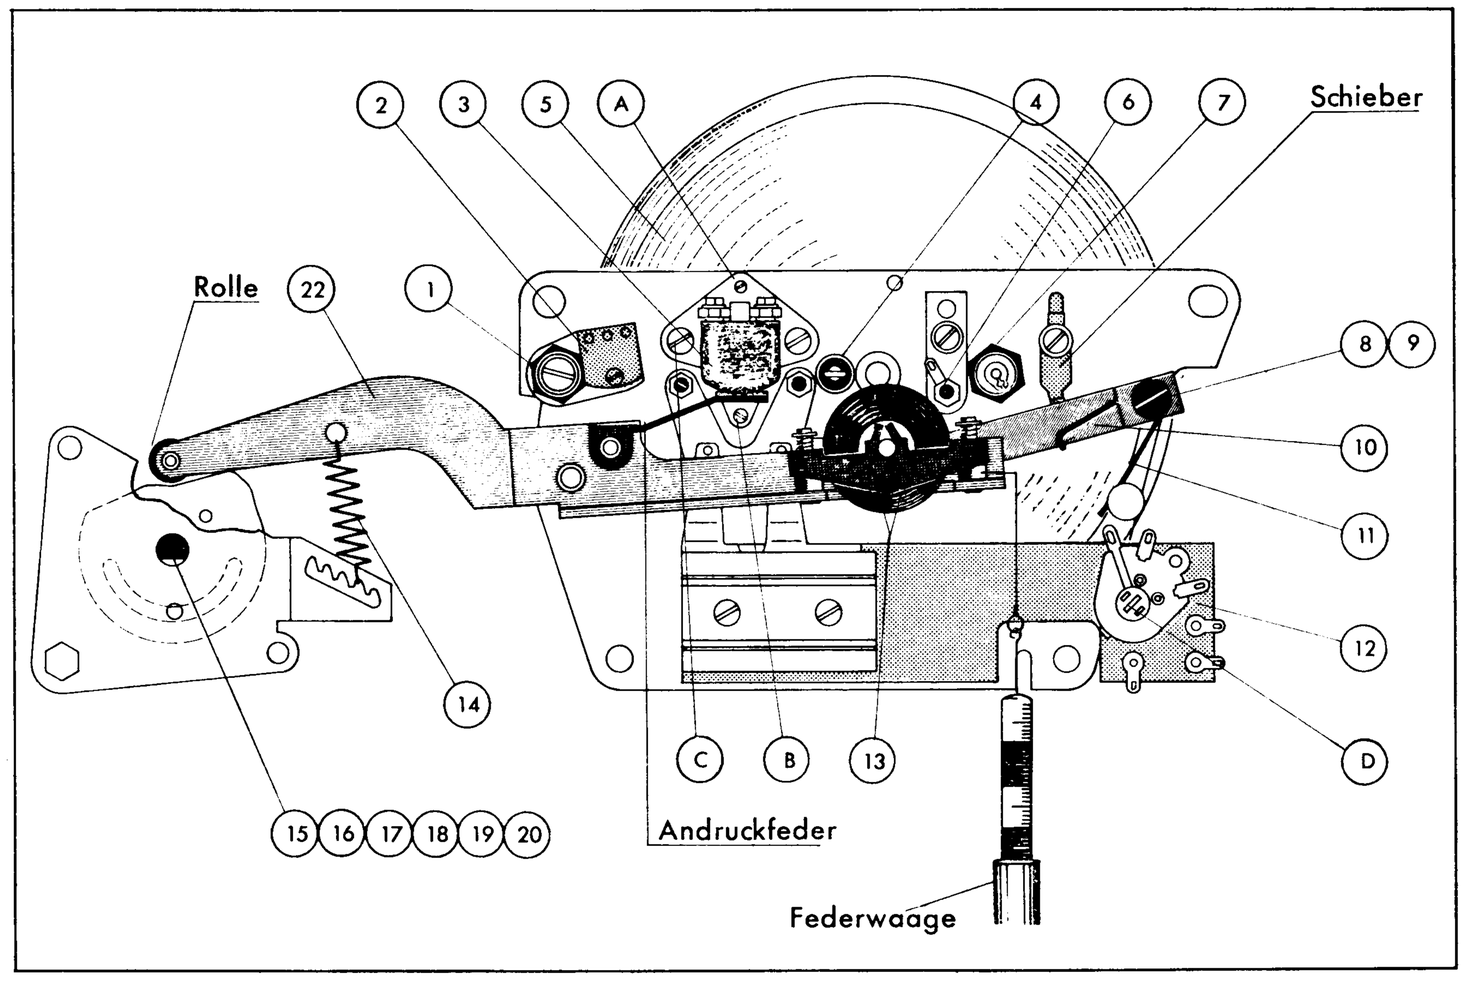

Bild 7 Ansicht der Kopfträgerplatte
In der Stellung „Start" soll zwischen Kurvenscheibe des Steuerschalters und der Rolle am Andruckwinkel ca. 0,5 mm Zwischenraum sein. Die Bandandruckrolle (13) soll mit ca. 1000 g an der Tonwelle anliegen. Die Andruckkraft wird mit einer (wie in Bild 7) einzuhängenden Federwaage gemessen. Die Waage soll ungefähr 725 g anzeigen.
In der Stellung „Schnellstop" des Steuerschalters muß die Andruckrolle etwa 0,5 mm von der Tonwelle abgehoben werden. Die Bandumschlingungsstifte dürfen sich dabei noch nicht bewegen. Erforderliche Justierarbeiten sind durch Verbiegen des Blechlappens am Andruckhebel (10) vorzunehmen. (Der Lappen sitzt direkt unter der Andruckrolle, in Bild 7 verdeckt sie ihn.) Schaltet man auf „Stop", müssen die Bandumschlingungsstifte hinter der Vorderkante der Andruckrolle stehen.
Im Betrieb müssen die Bandumschlingungsstifte so eingestellt sein, daß etwa ihre halbe Stärke hinter dem Kopfspiegel liegt. Das Einstellen geschieht mit dem für den Andruckhebel (10) als Anschlag dienenden Schieber (Bild 7).